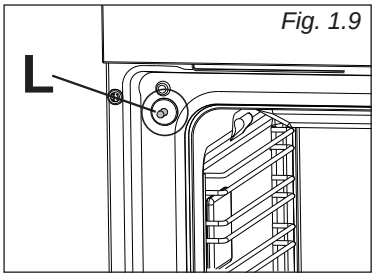

*Fig. 1.9*
**IMPORTANT (only for some models): When handling the oven, take care not to damage the door sensor lever "L" (fig. 1.9) (near the top left corner of the oven seal in the left oven, and near the top right corner of the oven seal in the right oven).**